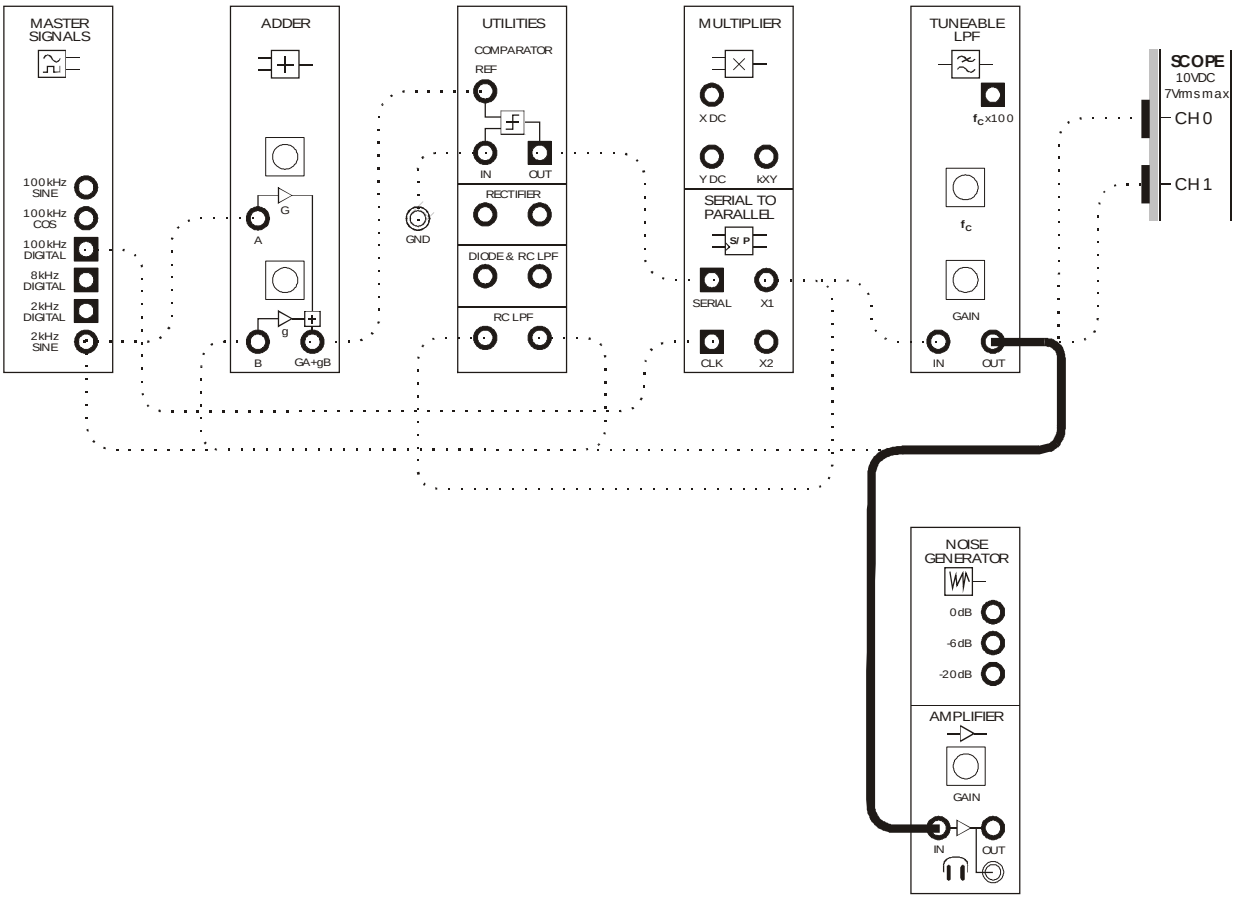

Figure 17
38. Modify the set-up as shown in Figure 17 below.